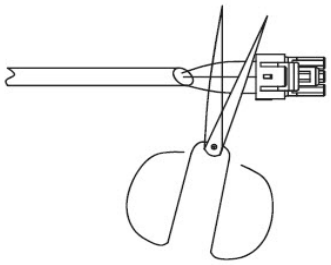

Fig. 41— Shearing Outdoor Connector
1. Cut the connector on the outdoor unit side as shown in Fig. 41.